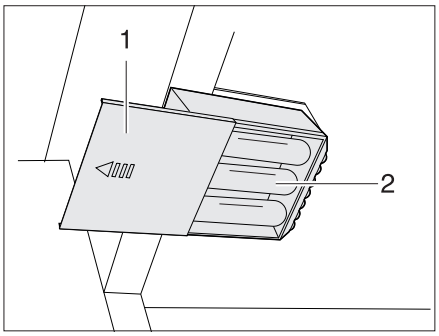

Fig. 162 Wardrobe light with LED, battery compartment opened
- Insert new batteries of the same type, observing the correct polarity (+/-) (Fig. 162,2).
- Push the cover (Fig. 162,1) back on.